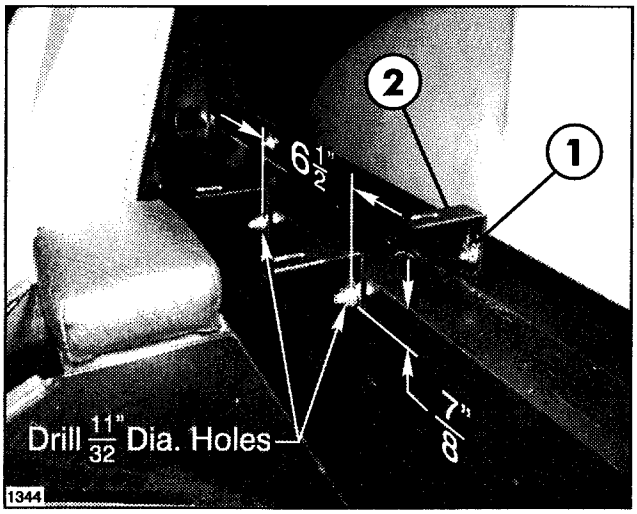

FIG. 2
2. Locate, mark and drill (2) 11/32" holes in Rear Cab Panel as shown in FIG. 2. L.H. hole should be in line with Rear Window Mounting Bolt.
3. Attach (1) Backing Angle to the Rear Cab Panel using Rear Window Mounting Bolt and nut. Attach (2) Backing Angles to rear Cab Panel using (2) 5/16 x 3/4" flange bolts and nuts. See FIG. 2.